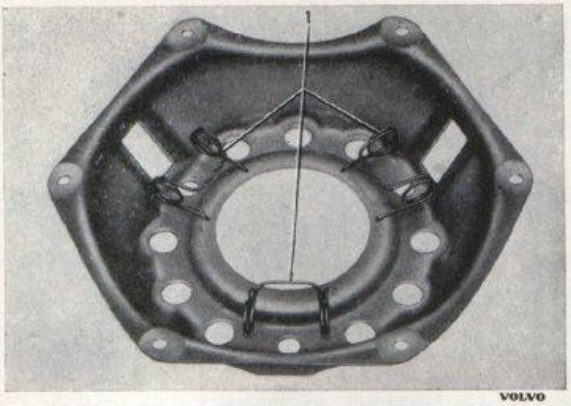

Bild 2-10. Montering av fjädrar
4. Placera de sex tryckfjädrarna (24) på sina platser. (Varannan fjäder svart, varannan omålad).
5. Se till att de tre fjädrarna (1, bild 2-10) för kopplingshävarmarna sitter på sina platser och lägg kopplingsplåtkåpan (21) ovanpå de sex tryckfjädrarna i det läge som tidigare uppmärkts, bild 2-5.
6. Sätt på 3-punktstöd, armar, tryckstänger och vred. Pressa ned kopplingsplåtkåpan tills den ligger an mot bottenplattan runt om. Sätt justermuttrarna på öglebultarna (32) och skruva ned dem till "full mutter". Kopplingen är nu klar för justering.